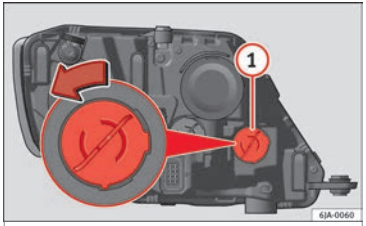

Fig. 93 Changing turn signal bulbs.
– Turn the bulb holder ››› Fig. 93 ① anti-clockwise and remove it.